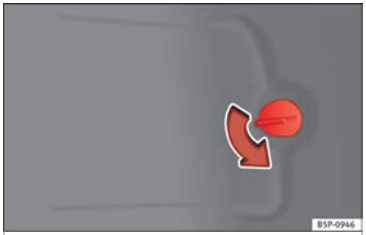

Fig. 189 Lights on the vehicle body.
– Open the cover of the luggage compartment side panel ››› **Fig. 189**.